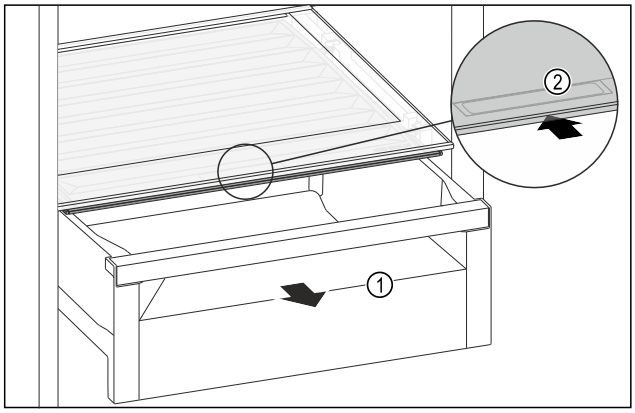

Fig. 185
▶ Extrageți sertarul *Fig. 185 (1)*.
▶ Prindeți mânerul încastrat *Fig. 185 (2)* de la capacul compartimentului și glisați concomitent capacul compartimentului spre partea posterioară.